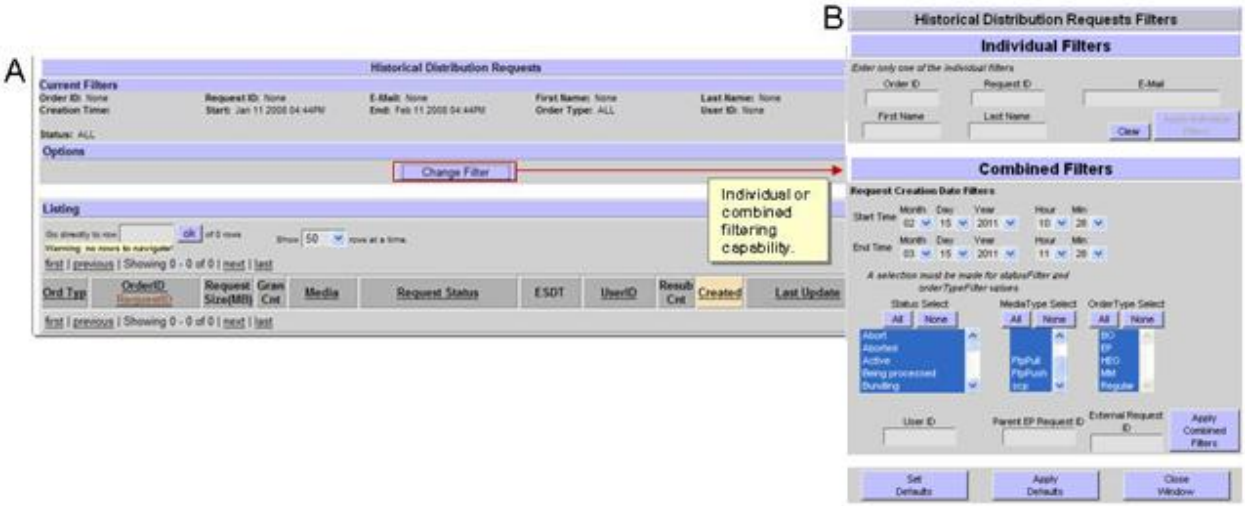

Figure 15.8-1. Historical Distribution Requests Page (A) and Filter (B)
The Historical Distribution Requests page (Figure 15.8-1, Frame A) provides the full-capability or limited capability operator the tool to view, by filtering (Figure 15.8-1, Frame B), archived distributed requests information on the OM GUI.
2 Click **Historical Distribution Requests [filter]** submenu option to display the **Historical Distribution Requests** page (Figure 15.8-1, Frame A).
- The **Historical Distribution Requests Filters** window (Figure 15.8-1, Frame B) displays.